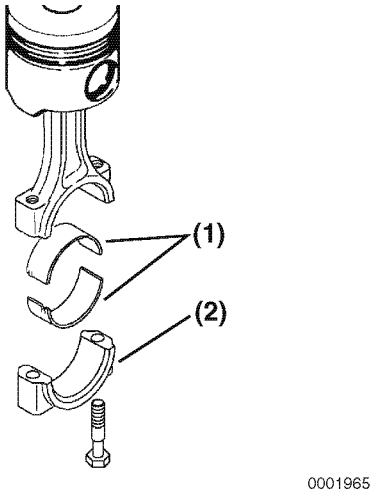

Figure 6-143
4. Reinstall the bearing inserts **(Figure 6-143, (1))** in the connecting rod and cap.
6. Apply a light coat of clean engine oil to the rod cap bolts. Reinstall the connecting rod cap **(Figure 6-143, (2))**. Tighten the connecting rod bolts to the specified torque in two stages (1/2 then full torque). *See Special Torque Chart on page 6-25 for specifications.*